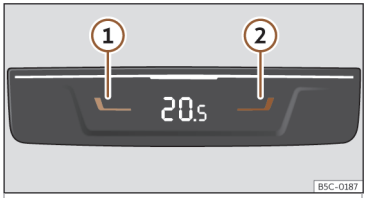

Fig. 145 Nella parte posteriore della console centrale: comandi per i posti posteriori.
- Premere i tasti ① e ②>>> **fig. 145** per regolare la temperatura della zona posteriore.